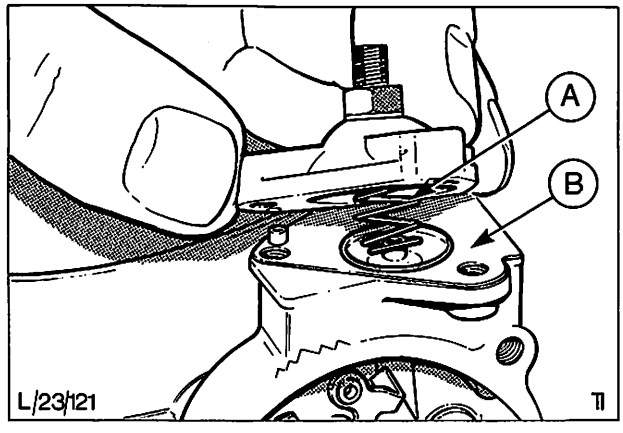

Abb. 150 Abbauen der Membraneinheit
8. Schrauben (3) entfernen und Membraneinheit komplett abbauen, Abb. 150. Darauf achten, daß die Rückdruckfeder nicht verlorengeht.